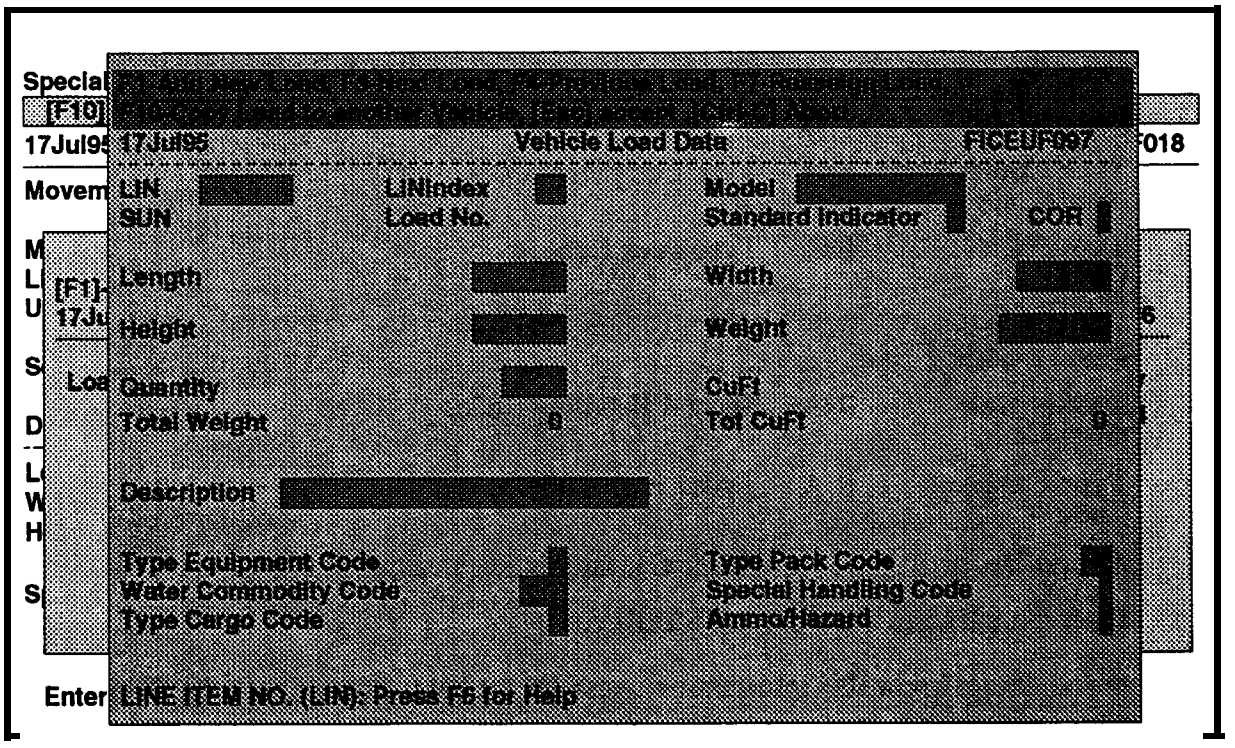

Figure 7-43. Detailed Vehicle Load Data Window
c. Press **F1** to **Add** a load. The Detailed Vehicle Load Data window as shown in Figure 7-43 will be displayed, with the following prompt displayed at the top of the screen: